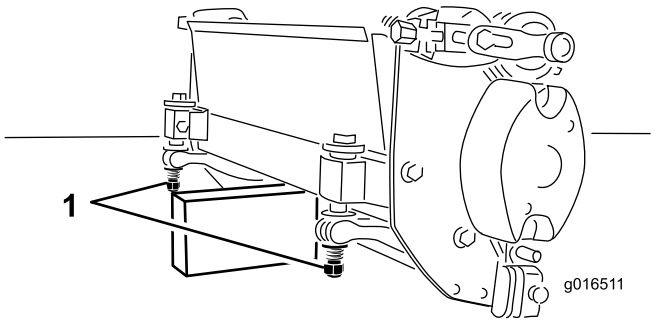

Figuur 6
Als het maaidek moet worden gekanteld om bij de snijplaat/messenkooi te kunnen komen, moet u de achterkant van het maaidek ondersteunen zodat de moeren op het achtereind van de stelschroeven van de snijbalk niet op het werkvlak rusten (Figuur 6).
2. Kantel de machine zodat u bij de snijplaat en de messenkooi kunt komen. **Zorg ervoor dat de moeren op het achtereind van de stelschroeven van de snijbalk niet op het werkvlak rusten (Figuur 6).**
Belangrijk: Als het maaidek moet worden gekanteld om bij de snijplaat/messenkooi te kunnen komen, moet u de achterkant van het maaidek ondersteunen zodat de moeren op het achtereind van de stelschroeven van de snijbalk niet op het werkvlak rusten (Figuur 6).